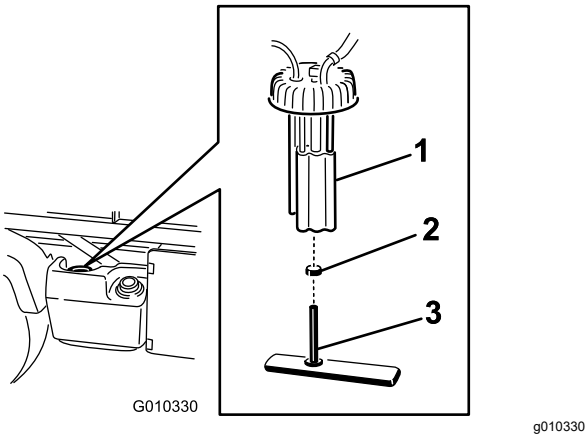

**Figuur 47**
2. Koppel de bedrading van de brandstofpomp los (Figuur 47).
3. Maak de slangklem los en ontkoppel de brandstofleiding van de dop van de brandstofpomp (Figuur 47).
4. Verwijder de dop van de brandstofpomp die boven op de brandstoftank zit (Figuur 47).
5. Verwijder de brandstofpomp en het brandstoffilter van de tank (Figuur 47).
7. Verwijder de slang van de fitting (Figuur 47).